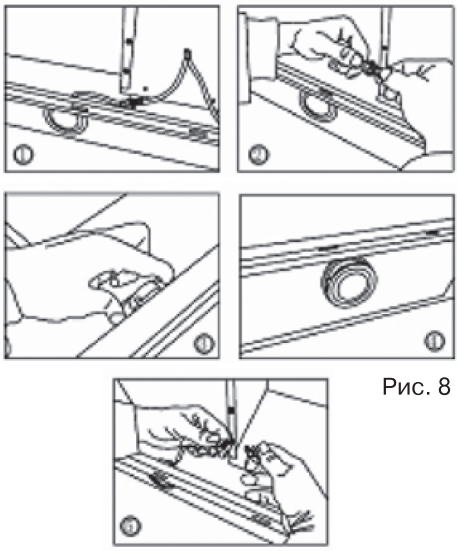

Рис. 8
– внутри вытяжки, на нижней ее части, отключить соединительную колодку неисправной лампы подсветки (см. рис. 8);